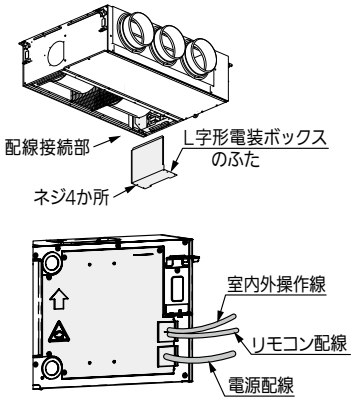

図15
- 吸込み側内部よりＬ字形電装ボックスのふたをはずしてください。（ネジ４か所）（図 15）